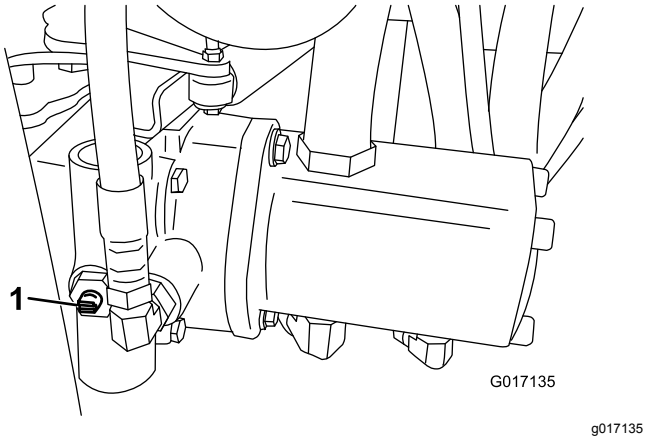

Figuur 24
1. Ga naar de omloopklep op de pomp en draai deze zodat de sleuf verticaal staat (Figuur 24).
2. Voordat u de motor start, moet u de omloopklep sluiten door deze zo te draaien dat de sleuf horizontaal staat (Figuur 24). U mag de motor niet starten als de klep open is.